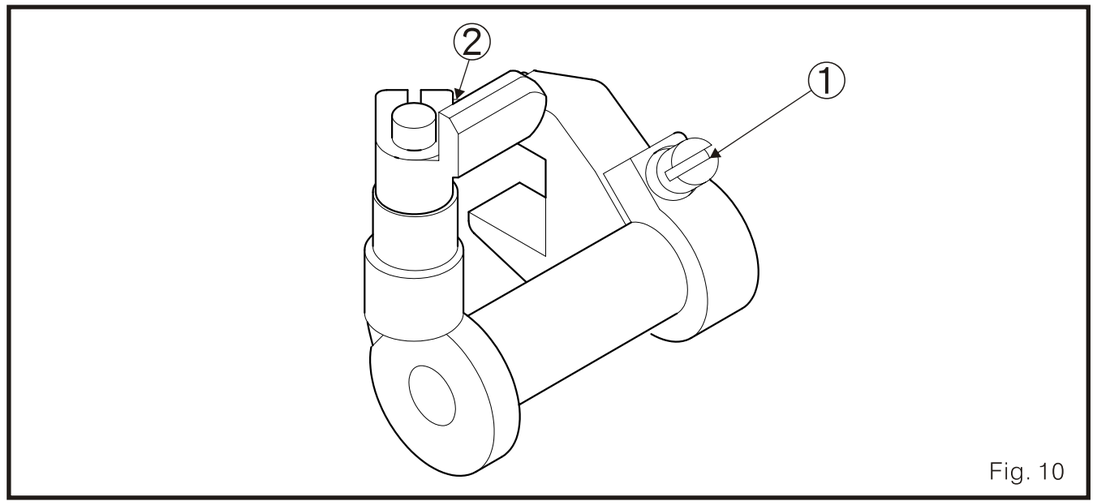

Fig. 10
(3) Afloje los tornillos 1 y 2 para ajustar las posiciones correctamente como se menciona anteriormente. (Fig. 10)